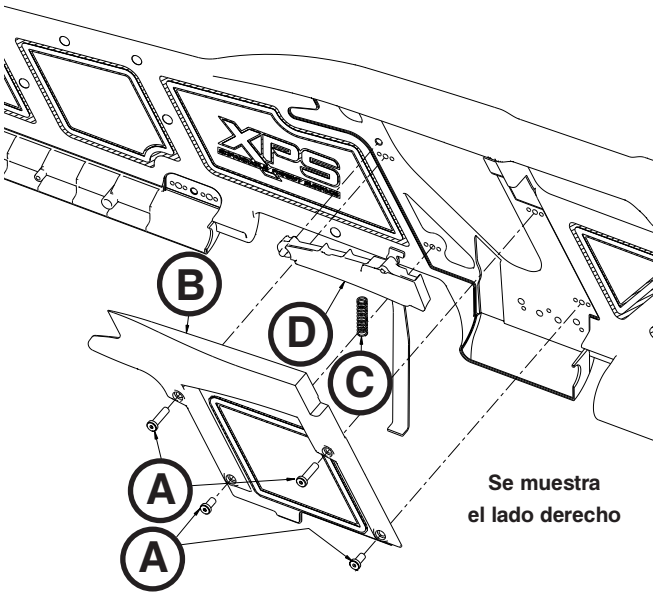

Figura 84
3. Con una llave hexagonal de 3/32", retire los cuatro tornillos (A) que fijan la cubierta de liberación (B) al conjunto sobremoldeado para extraerla (Figura 84).
4. Con un destornillador plano pequeño, saque el resorte de retorno de la manija de liberación (C) para retirarlo (Figura 84).
5. Agarre el conjunto de la manija de liberación (D) y muévalo hacia arriba por el lado del resorte para retirarlo de la cubierta (Figura 84).